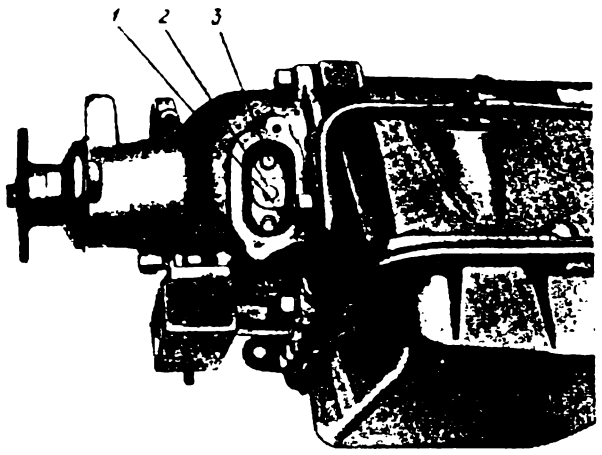

Рис. 86. Снятие центробежного регулятора:
2. Поверните ведомый вал так, чтобы корпус центробежного регулятора встал против люка (рис. 86).
Проверка центробежного регулятора. Подведите сжатый воздух в отверстие *3* на картере коробки передач (в первое сцепление). Перемещение золотника *1* (см. рис. 86) центробежного регулятора внутрь корпуса, которое должно происходить при этом, определите по резкому щелчку и утопленному положению золотника. Для того, чтобы вытянуть золотник наружу, требуется приложить значительное усилие.